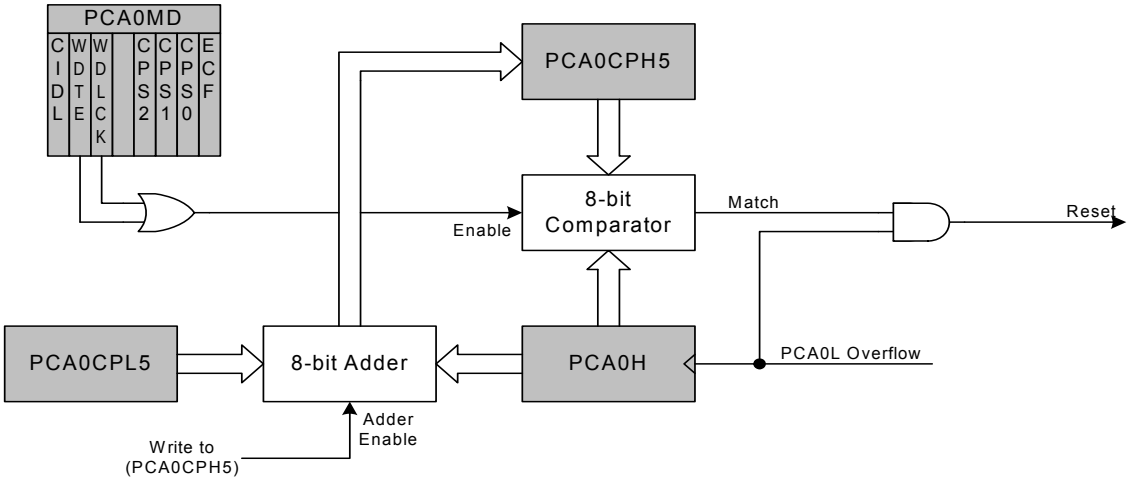

**Figure 28.11. PCA Module 5 with Watchdog Timer Enabled**
While the WDT is enabled, writes to the CR bit will not change the PCA counter state; the counter will run until the WDT is disabled. The PCA counter run control bit (CR) will read zero if the WDT is enabled but user software has not enabled the PCA counter. If a match occurs between PCA0CPH5 and PCA0H while the WDT is enabled, a reset will be generated. To prevent a WDT reset, the WDT may be updated with a write of any value to PCA0CPH5. Upon a PCA0CPH5 write, PCA0H plus the offset held in PCA0CPL5 is loaded into PCA0CPH5 (See Figure 28.11).